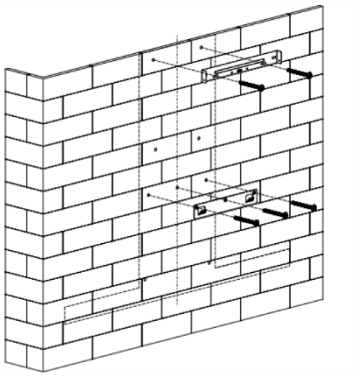

Figura 4
3. Después de confirmar la altura de instalación de la campana extractora, taladre orificios de 9 φ8 para el gancho, el soporte interior de la chimenea, el soporte exterior de la chimenea y los orificios de seguridad y, a continuación, inserte los tacos en los orificios. Consulte las figuras 2 y 3. Fije el gancho y el soporte interior de la chimenea en la pared con tornillos ST4*40 mm. Consulte la figura 4.